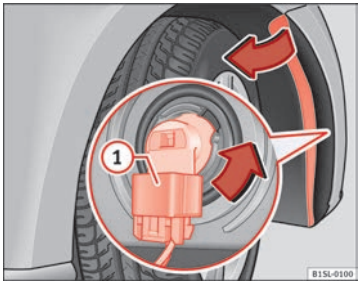

Fig. 155 Remplacement des ampoules des projecteurs.
5. Débloquez la connexion ⇒ fig. 155 (1) et retirez-la.
6. Tournez le support d'ampoule ⇒ fig. 155 dans le sens de la flèche, **dans le sens contraire des aiguilles d'une montre** jusqu'en butée et enlevez-le avec l'ampoule en le retirant vers l'arrière.